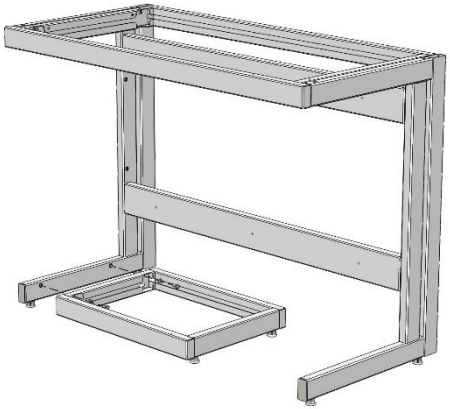

Рис. 7
7. Установить раму для тумб, используя болты М8х16, шайбы 8 и предусмотренные в боковинах заклёпки-гайки М8 *(Рис. 7; 8)*